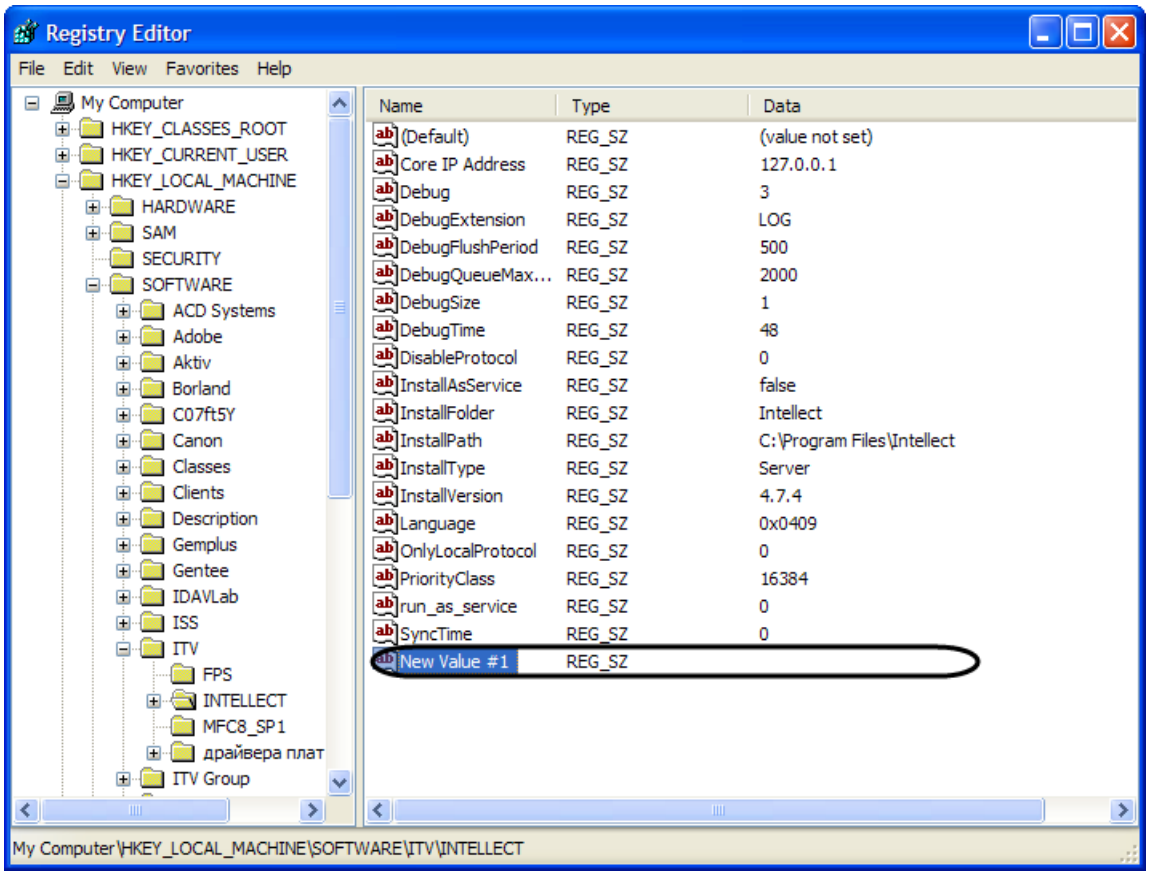

Figure 13.1-10. The new parameter is assigned a name
4. Assign a name to the new parameter. Enter the name in the highlighted name field, which by default reads “New Value #1”, and click anywhere in the editor window. The entered name will be saved (Figure 13.1-10).